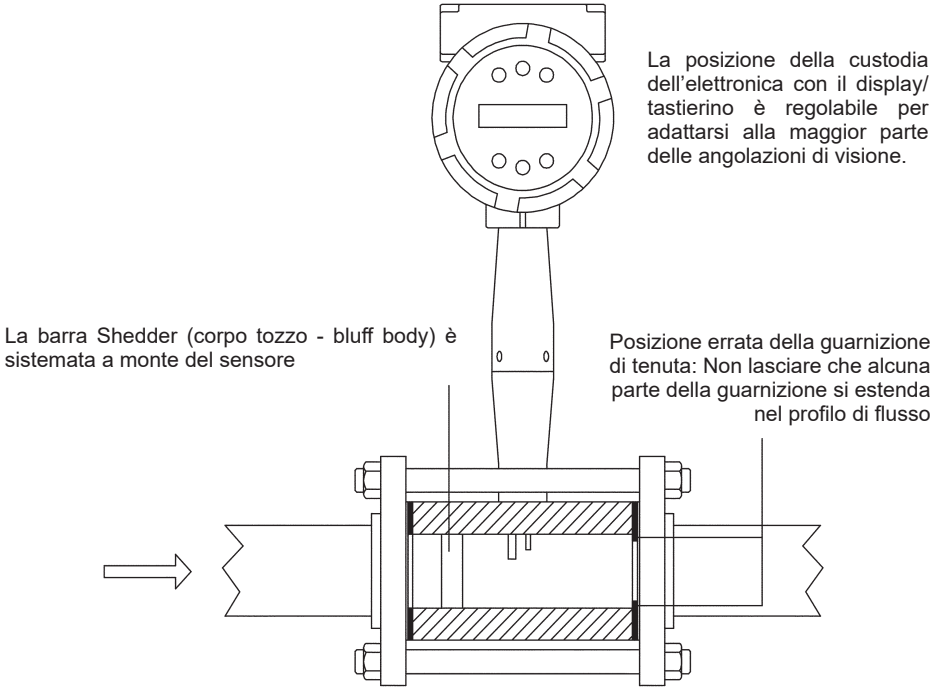

Fig. 6 Esempio di installazione del misuratore con attacchi wafer
Installare il misuratore di portata VLM20 in linea tra due flange come mostrato nelle figure 6 e 7. La tabella 1 fornisce le lunghezze minime consigliate per le viti prigioniere da utilizzare per il montaggio wafer del corpo del misuratore (quando previsto) in base ai diversi rating delle flange.
4. Montare i bulloni rimanenti tra le flange della tubazione. Serrare i dadi rispettando la sequenza indicata in Fig. 6. Controllare che le connessioni e i dadi/bulloni non presentino perdite o trafilamenti.